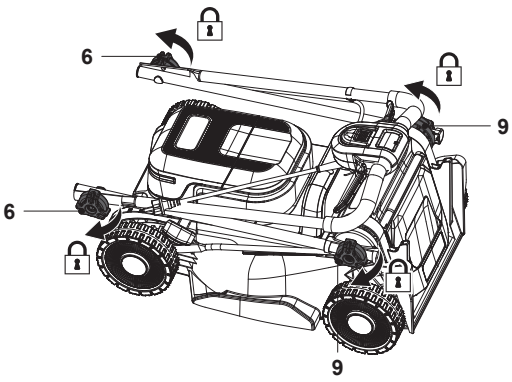

Fig. 23
8. Para poupar espaço, também pode dobrar a pega superior e fixar as ligações rodando os quatro botões de bloqueio (6, 9) para evitar a dispersão antes do armazenamento na vertical (Fig. 23).